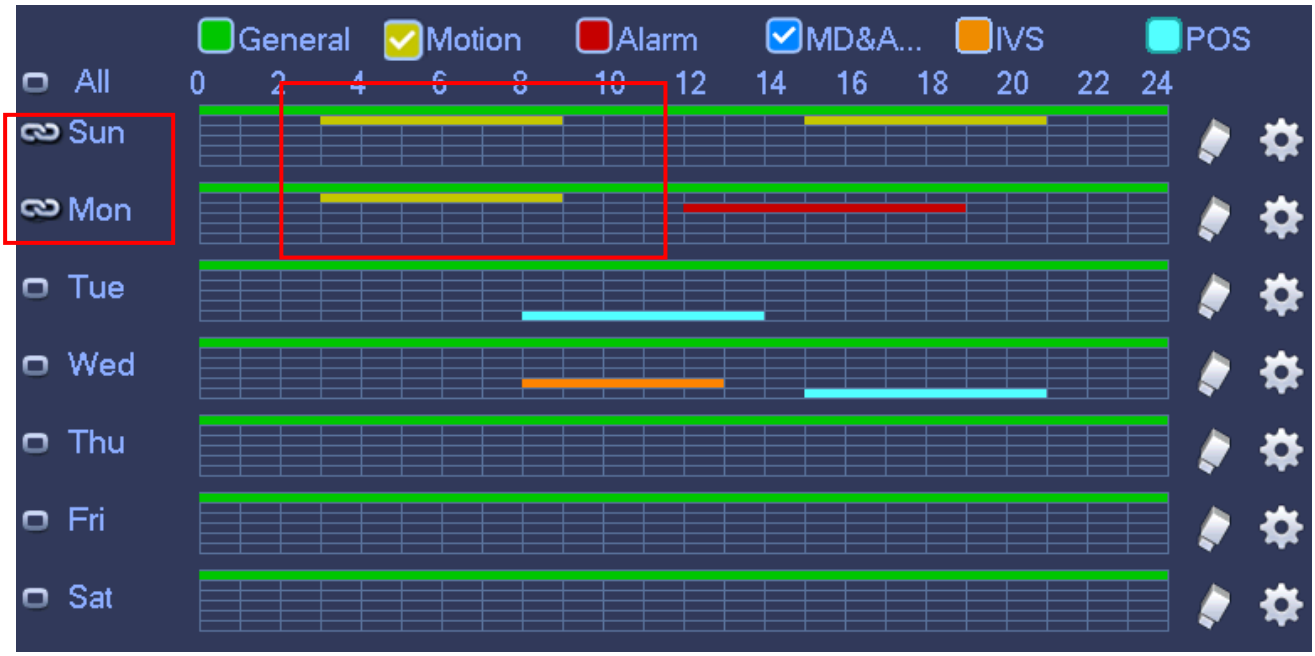

Figure 4-31
Step 1 Click Snapshot button, device goes to following interface. See Figure 4-31.